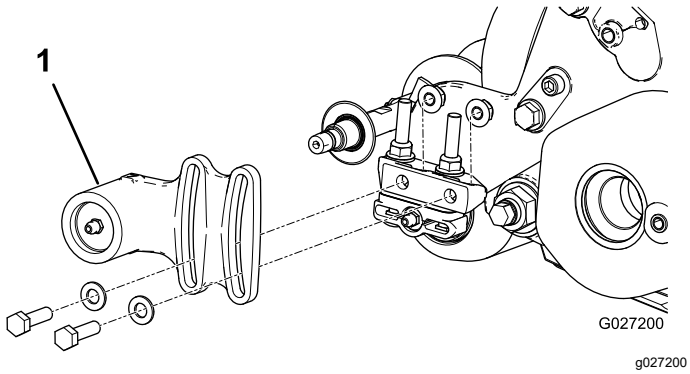
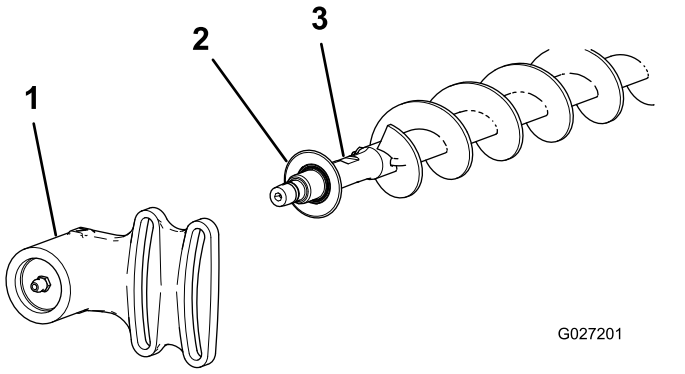

Рисунок 21
Рисунок 22
1. Если на режущем блоке установлена щетка катка, выверните 2 болта, снимите шайбы и гайки крепления корпуса подшипника неприводной стороны к монтажному кронштейну корпуса подшипника (Рисунок 21 и Рисунок 22).
2. Сдвиньте корпус подшипника неприводной стороны и защитное уплотнение с вала щетки (Рисунок 22).
9. Установите защитное уплотнение и корпус подшипника неприводной стороны на вал щетки (Рисунок 22).